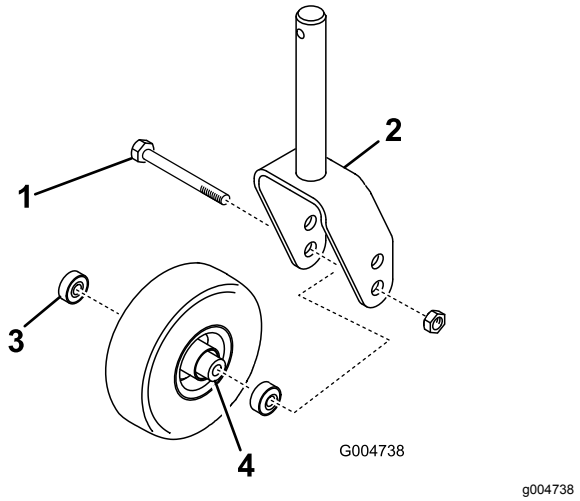
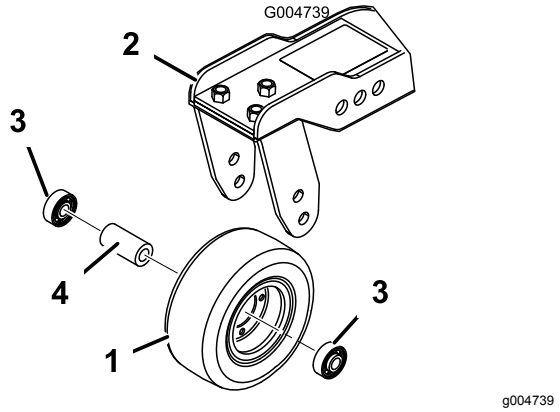

Figuur 113
Figuur 114
1. Verwijder de borgmoer van de bout waarmee het zwenkwiel is bevestigd in de zwenkwielvork (Figuur 113) of in de draaiarm van het zwenkwiel (Figuur 114).
2. Verwijder het lager uit de wielnaaf en laat het lager eruit vallen (Figuur 113 en Figuur 114).